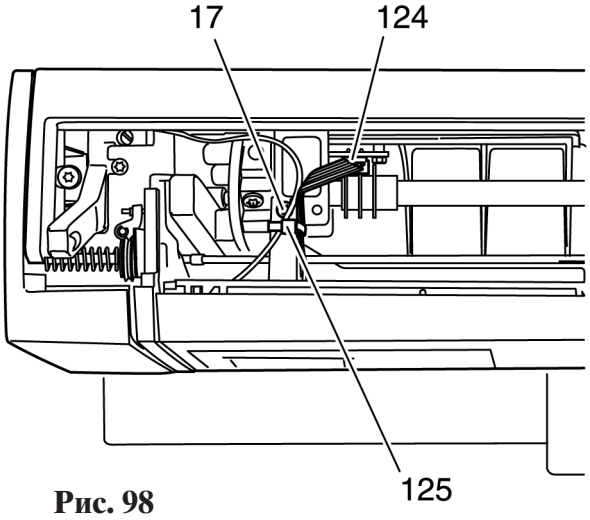

Рис. 98
- Выверните винт 17 облицовки корпуса (рис. 98).
- Закрепите кабель на ребре передней панели корпуса машины с помощью соединителя 125 (рис. 98).